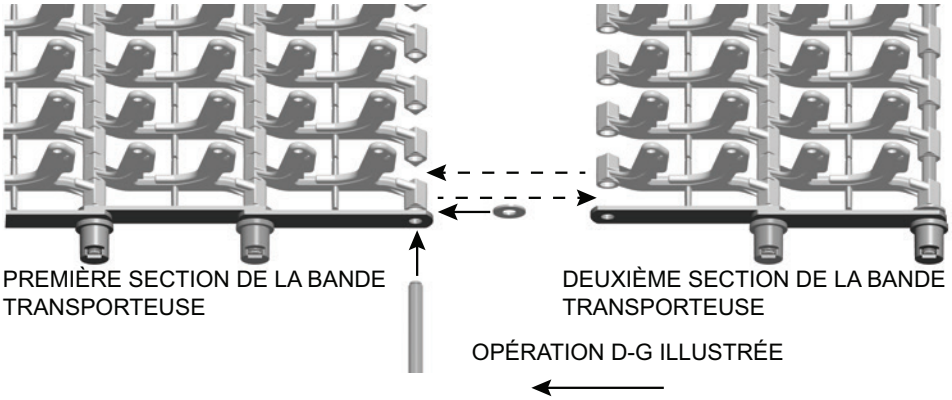

Fig. 39
- Retirez la roulette de la bande transporteuse de l'extrémité de la dernière tige de la bande transporteuse dans la première section. Retirez ensuite la tige et conservez la roulette et les rondelles pour les réinstaller plus tard. Pour joindre les sections, faites passer la tige au travers des barres latérales et des rondelles, puis au travers des premiers maillons, en alternant entre les maillons de la première et deuxième section, et puis au travers de la rondelle et barre latérale de l'extrémité opposée. Terminez l'installation en vissant la roulette avec une nouvelle bague de retenue (Fig. 39 et 40). Faites tourner la roulette pour vous assurer que la bague de retenue est bien installée sur la tige de la bande transporteuse. Toujours utiliser une nouvelle bague de retenue pour s'assurer que la tige de la bande transporteuse soit bien serrée. Répétez ces étapes pour joindre chacune des sections suivantes.